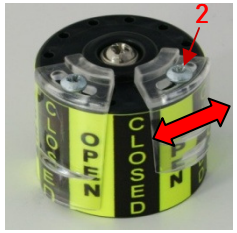

Fig. 9
2) Bring the actuator in the desired end position 2. Unfasten the screw 2 at the top of the upper cam and turn it into the position in which it actuates the upper switch. It is also possible to place the screw in another hole in order to change the swivel range. (Fig. 9)